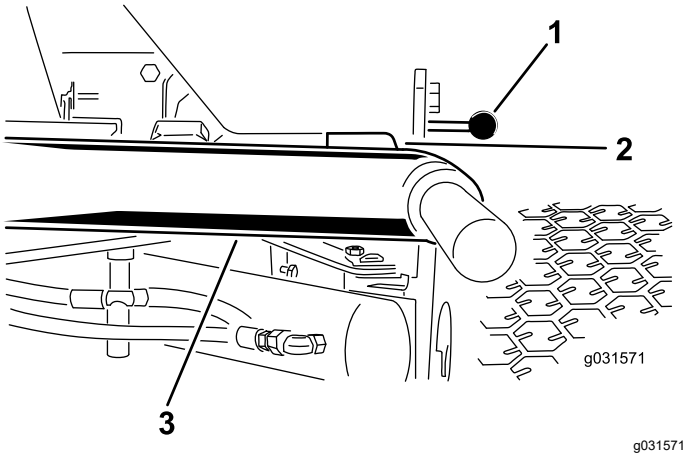

Figur 11
1. Starta motorn, höj upp klippenheterna och kontrollera att spelet mellan varje lyftarm och golvplattans fäste är 5–8 mm (se Figur 11).